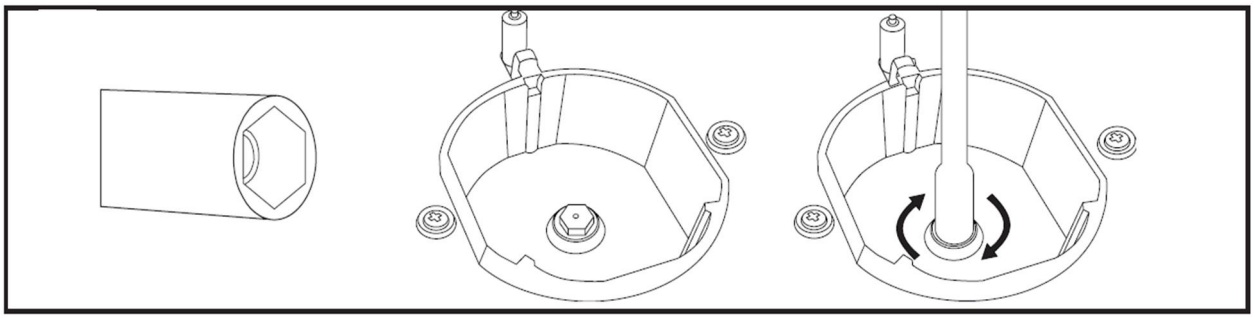

Рис. 1 Рис. 2 Рис. 3
3. Проложите по периметру прибора уплотнитель, поставляемый в комплекте, на углах прибора уплотнителя должно быть больше, чем на остальном периметре (рис.1).
3. Для замены жиклеров используйте ключ-шестигранник (Рис. 1).